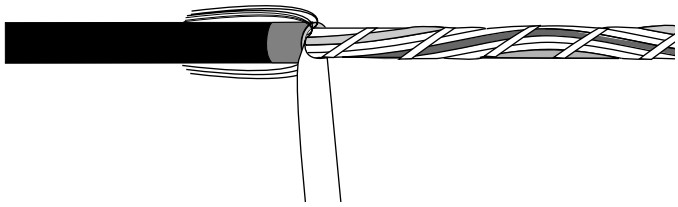

Figure 14
**5.14** Separate the water blocking tape from the cable core (Figure 14). Use scissors to cut the water-blocking tape flush with the end of the cable sheath.